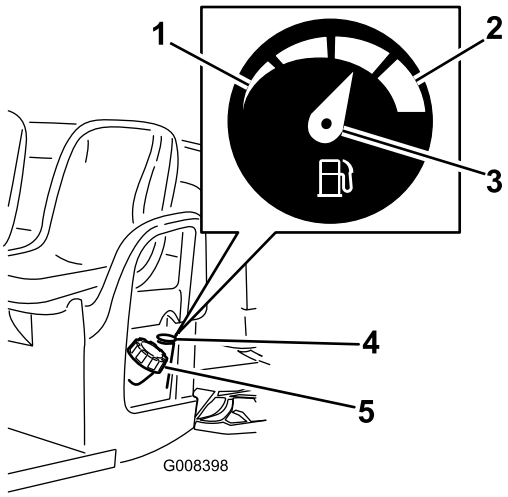

Figura 19
2. Pulite intorno al tappo del serbatoio del carburante (Figura 19).